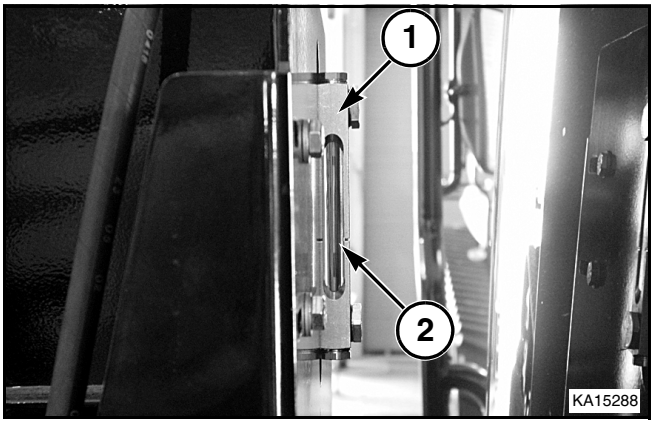

Рис. 66
Рис. 66: Данная машина оснащена визуальным указателем (1) для контроля уровня охлаждающей жидкости. Визуальный указатель расположен на расширительном бачке между капотом и лобовым стеклом.